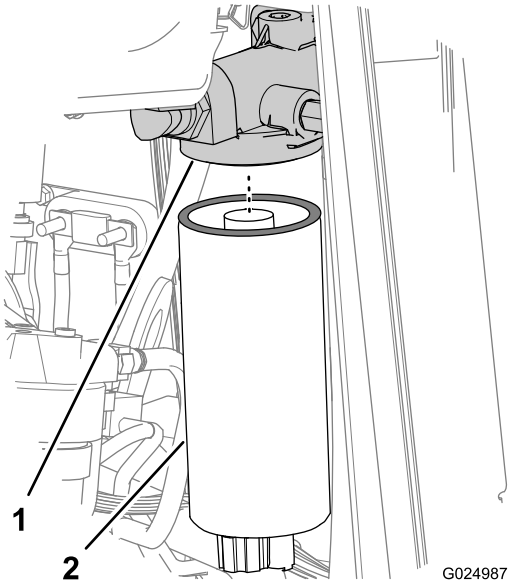
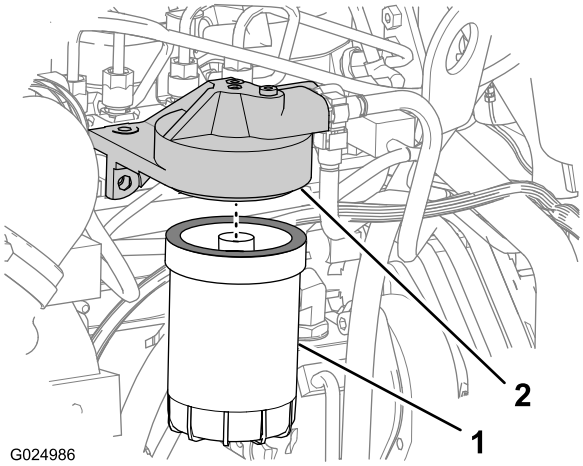

Figura 73
Figura 74
7. Solte e remova o filtro primário de combustível (Figura 73).
9. Solte e remova o filtro de combustível secundário (Figura 74).
1. Limpe as superfícies de vedação dos adaptadores de filtro para os filtros primário e secundário de combustível (Figura 73 e Figura 74).
3. Instale o filtro primário de combustível no adaptador de filtro e aperte o filtro até que a junta entre em contato com a superfície do cabeçote do filtro (Figura 73).
6. Instale o filtro secundário de combustível no adaptador de filtro e aperte o filtro até que a junta entre em contato com a superfície do cabeçote do filtro (Figura 74).